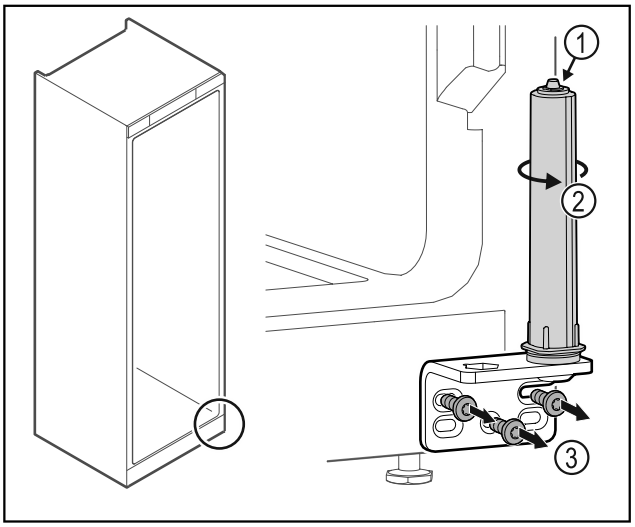

Fig. 26
▶ Ne pas désassembler le système de fermeture de la porte *Fig. 26 (1)*.
▶ Tourner le système de fermeture *Fig. 26 (2)* jusqu'à entendre un clic.
▶ Dévisser l'équerre de la charnière *Fig. 26 (3)*.